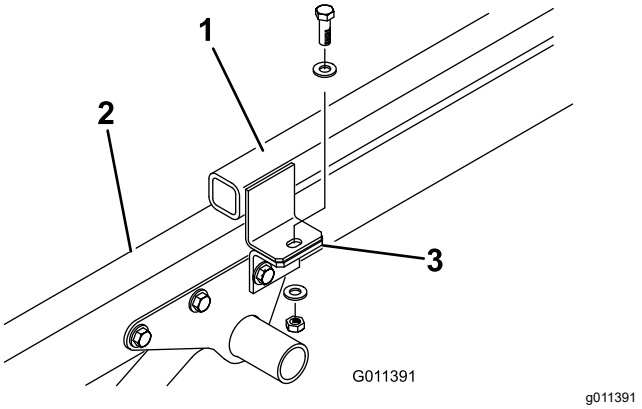

**Figuur 6**
3. Verwijder de inbusbout, 2 platte ringen en borgmoer waarmee de werktuigbeugels aan de lippen van het trekhaakframe zijn bevestigd (Figuur 6).